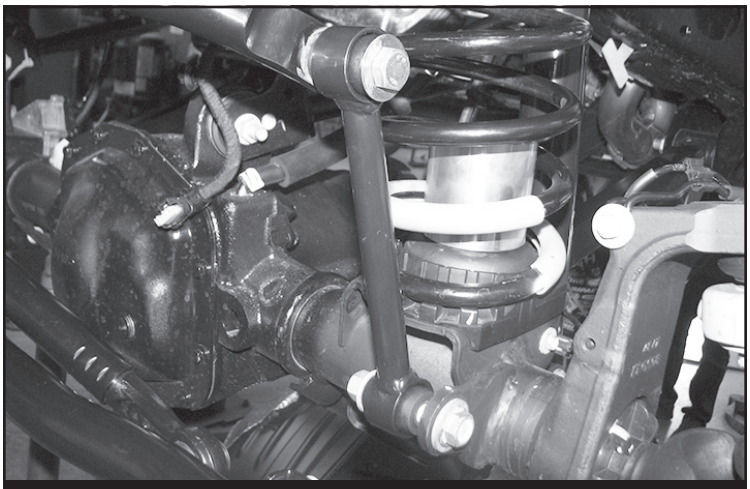

FIGURE 16 - STEP 17
17. Install FT50048 (Bushings) and FT404739 (Sleeves) into FT50261BK (Sway bar links). Then, install the links to the axle mount and sway bar using the supplied M12 x 70mm or M14 hardware (2024 Models) for the upper location and the factory for the lower. Torque to 65 ft-lbs. **SEE FIGURE 16**